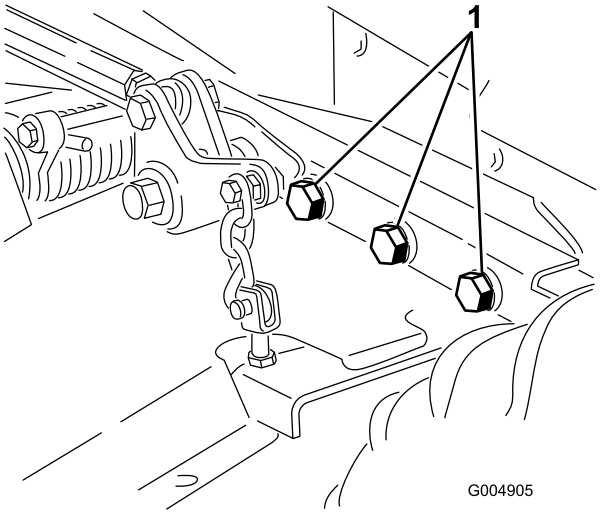

Figuur 62
4. Controleer of alle bevestigingen vastzitten; zet ze vast indien nodig. Controleer in het bijzonder de 6 bouten waarmee het frame van het maaidek is bevestigd aan de tractie-eenheid (Figuur 62). Draai deze vast met een torsie van 359 N·m.